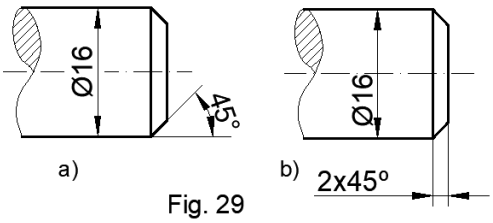

Fig. 29
- Si se acotan de biseles o chaflanes angulares en un extremo, depende del valor del ángulo del chaflán, se hacen según Fig. 29 a), pero si el ángulo es de 45º, preferentemente según b).